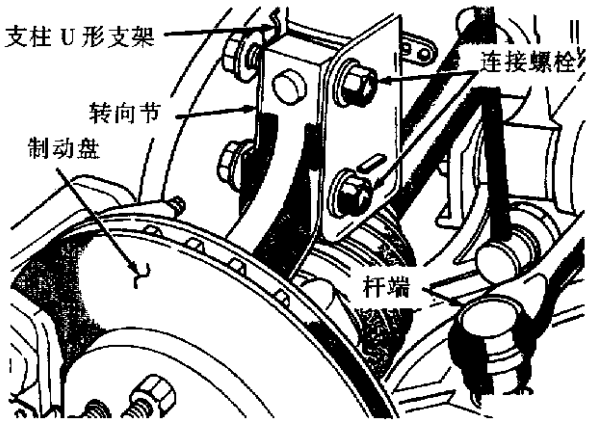

图 7－8　转向节连接 U 形支架的螺栓
(1) 若前轮外倾角读数不在汽车技术要求范围内(表 7－3)，则利用 Mopar 的 U 形夹螺栓维修组件调整车轮外倾角。维修工具组件包括两个法兰螺栓，两个凸轮螺栓和两个垫板。在支柱 U 形支架改动后，必须用这些维修工具将支架安装到转向节上，如图 7－8 所示。
(2) 保证支柱和转向节没有弯曲和损坏，若两者中有弯曲和其他损坏现象，更换损坏件，并重新检查前轮外倾。
(3) 若零件没有弯曲或损坏，调整支柱 U 形支架和前轮外倾参数(表 7－4)。
(4) 抬高汽车前端，直到车轮离开地面，然后将需要修改支柱的车上车轮和轮胎总成拆下。